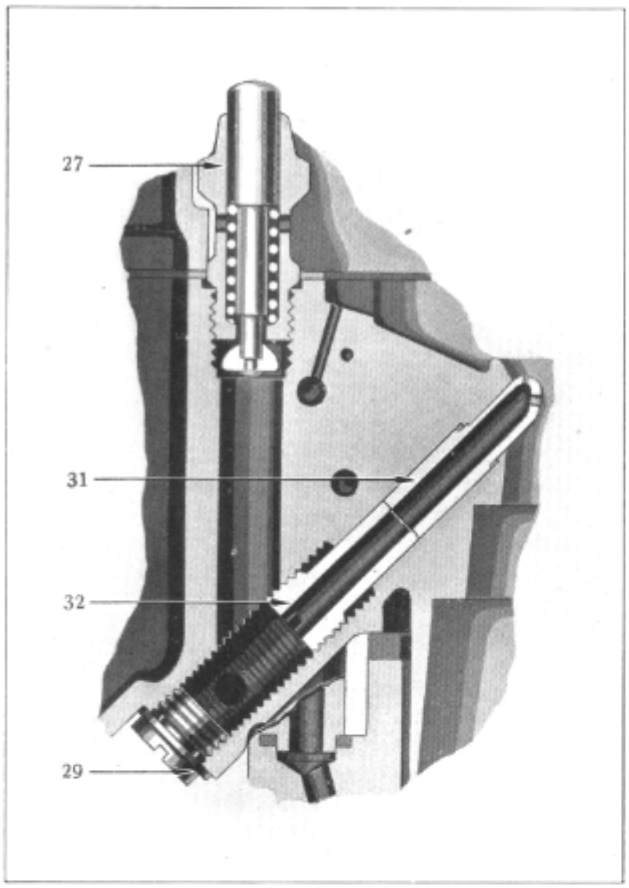

Figure 13
(18) Remove both nozzle retainer plugs (32) and nozzles (31) (Figure 13). Nozzles are just pressed in and are held by retainer plugs; use nozzle puller included in J-819-B Kit.
(43) Install both main nozzles (31) using new nozzle gaskets (Figure 13); screw nozzle on puller (included in Tune-up Kit) with small hole in nozzle facing up to insert. (Be sure old nozzle gaskets have been removed from casting.) Then install nozzle retainer plugs (32). Then install nozzle plug (29) and gasket assemblies. If nozzles are damaged, replace. (Be sure only one gasket is used on each nozzle.)